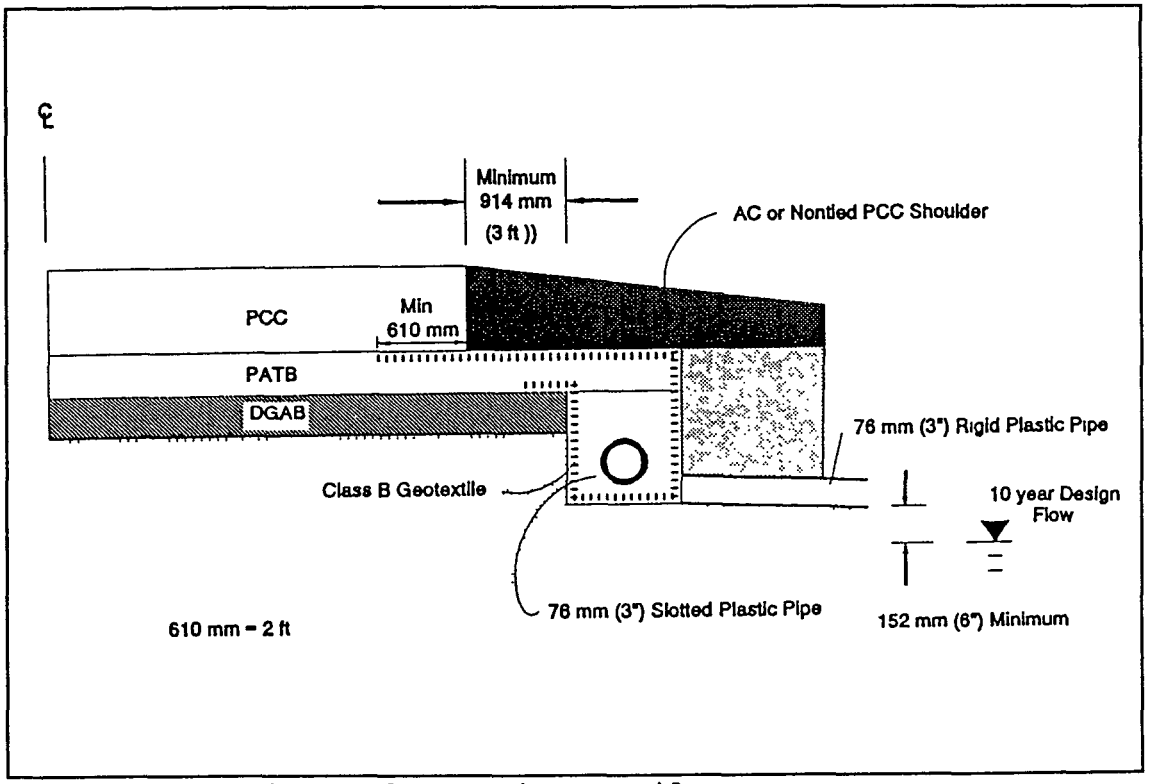

Figure 6: Project Edge Drain Detail.
Installation began on August 9th, 1993 as Beecroft Trenching's Capital Model 450 Trencher facilitated a longitudinal trench 14" wide by 12" deep, and a transverse trench 24" wide by 14" deep (Figure 6). Tanner personnel then installed 6' wide filter fabric into the trenches as belly dumps placed 2" of ATED (Aggregate-Trench-Edge Drain) rock into the trench for pipe bedding. The drain rock consisted of clean AASHTO #57 grade rock (Table 8) from the Palmer pit with an average specific gravity of 2.62, 1.43% absorption, and 98% fractured faces. 4" diameter PVC slotted pipe was then laid into the trench (joining sections with a two part adhesive) as drain rock was placed on top of the pipe flush with the surrounding grade. Eighteen inches of filter fabric was left exposed above each trench side as wacker/jumping jack and vibratory plate units were used to compact the drain rock. Fabric was overlapped 12-18" at the end of each roll.
A transverse Asphalt Concrete (AC) wedge was originally planned to be placed alongside any transverse drains, but was eliminated as unnecessary per decision by ADOT. Transverse drains were installed perpendicular to centerline as opposed to the SHRP suggested acute angle. One noted problem was that the filter fabric, which was to "wrap around" the PBTB layer's edge (6' minimum - see Figure 6), usually fell far short of accomplishing this. Evidence of this shortcoming can be seen in the picture in Appendix A-4.